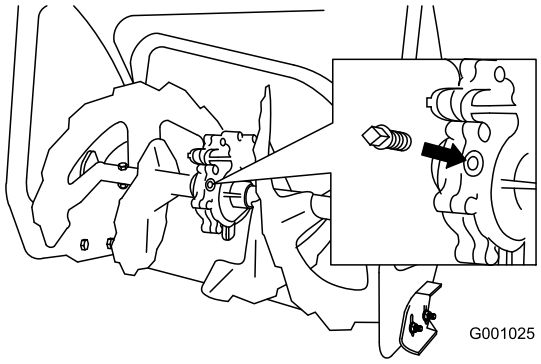

Figur 40
2. Rengjør området rundt rørpluggen (Figur 40).